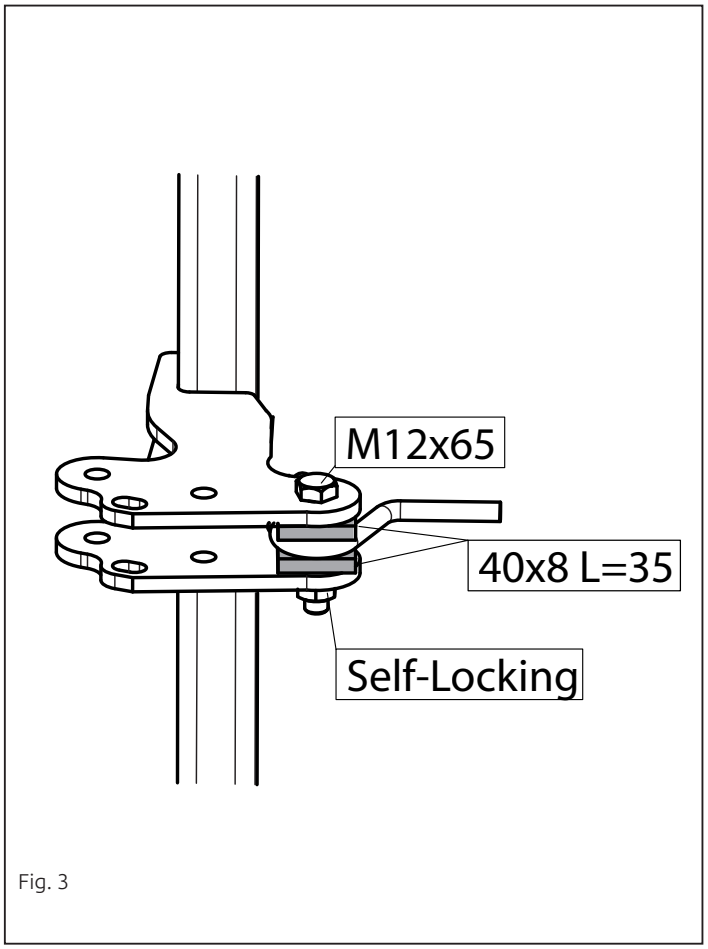

Fig. 3
9. Monteer de dwarsbalk E in het midden aan de sleepoog op de punt G (fig. 3)
9. Fit the cross beam E centrally at points G onto the towing eye (fig.3).
9. Den Querbalken E in der Mitte bei das Punkt G an der Schleppöse befestigen (Abb. 3).
9. Прикрепить поперечный брус E в середине к буксировочному уху в точках G (рис. 3).